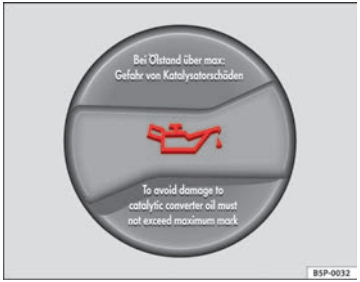

Fig. 136 In the engine compartment: Engine oil filler cap
– Unscrew cap from engine oil filler opening ⇒ Fig. 136.
– As soon as the oil level is in area (B), carefully close the cap.